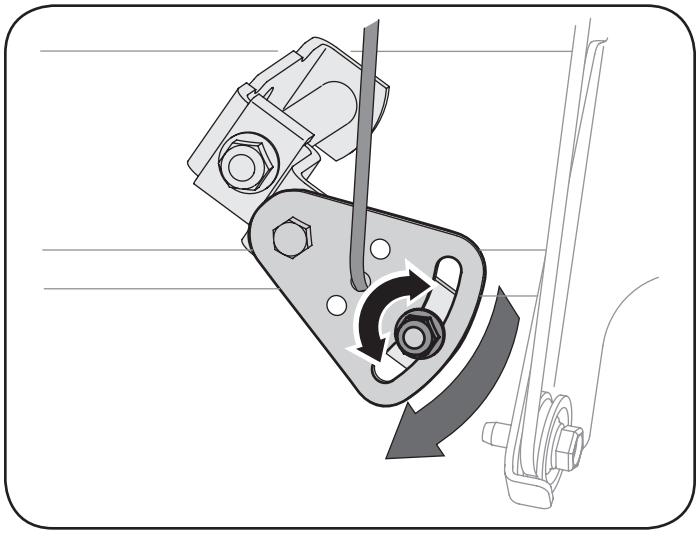

Figura 23
2. Afloje la tuerca hexagonal del soporte de posicionamiento del cable de cambios. Vea la figura 23.